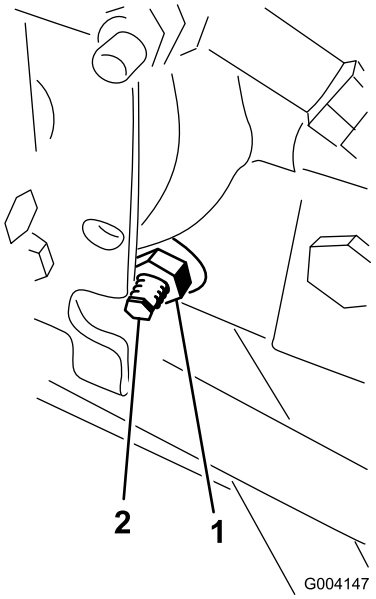

Figur 47
3. På den høyre siden av hydrostaten, løsne festeskruen på trekkjusteringskammen (Figur 47).